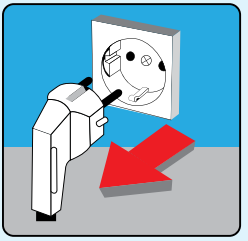

IMAGEN 10
- Retire el enchufe de la toma de su producto. (Imagen 10)